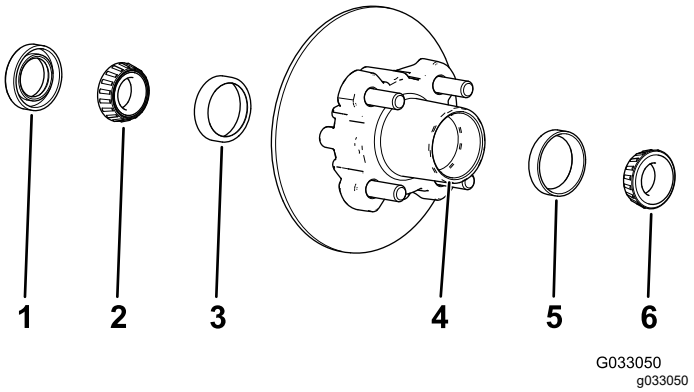

Figur 36
1. Fjern det udvendige leje og lejeløberingen fra navet (Figur 36).
2. Fjern forseglingen og det indvendige leje fra navet (Figur 36).
5. Rengør navets fordybning for alt smøremiddel, snavs og tilsmudsning (Figur 36).
7. Fyld navets fordybning 50 til 80 % med det anførte smøremiddel (Figur 36).
8. Monter det indvendige leje på lejeløberingen på den indvendige side af navet, og monter forseglingen (Figur 36).